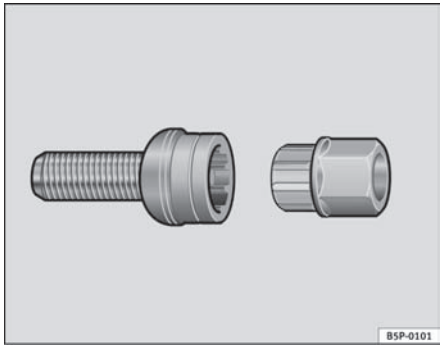

Fig. 170 Theft inhibiting wheel bolts
– Insert the adapter onto the wheel bolt and push it on as far as it will go ⇒ fig. 170.